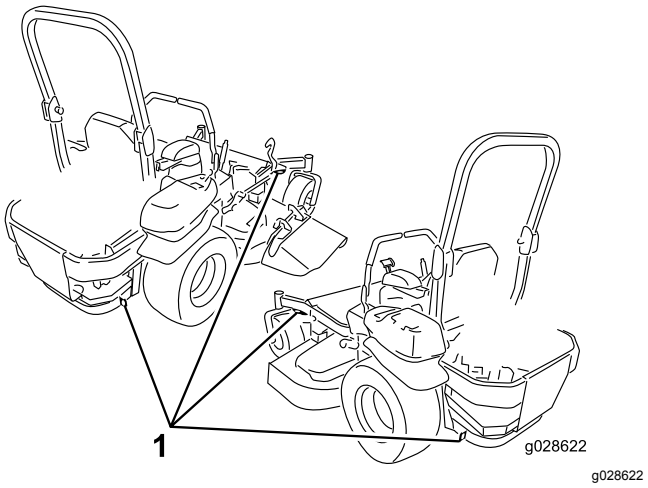

Figur 45
6. Bind fast maskinen nära de främre svänghjulen och den bakre stötdämparen med remmar, kedjor, kablar eller rep (Figur 45). Kontrollera vilka lokala bestämmelser som gäller för transport på släp.